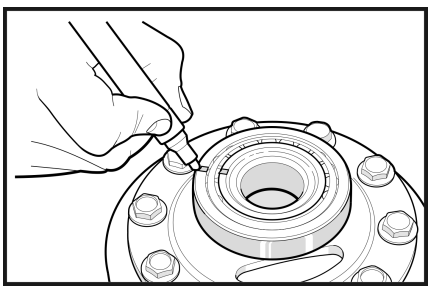
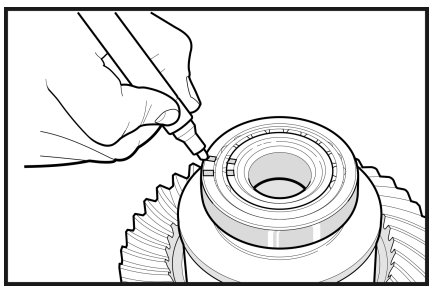

Рис. 9
Рис. 10
1.14 Промаркируйте наружные и внутренние обоймы подшипников: одна метка с одной стороны, две — с другой. (**Рис. 9**, **Рис. 10**)